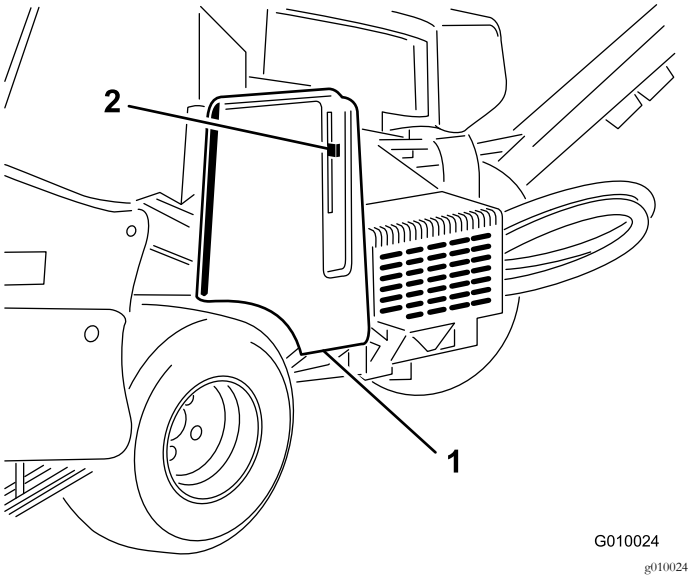

Rysunek 17
2. Odblokuj i zdejmij pokrywę paska (Rysunek 17).